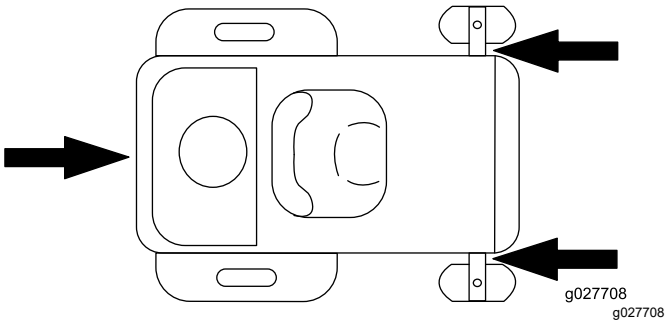

Figur 41
6. Fest maskinen nær de fremre styrehjulene og den bakre rammen med stropper, kjettinger, kabler eller tau (Figur 41). Se lokale bestemmelser for krav om festing.